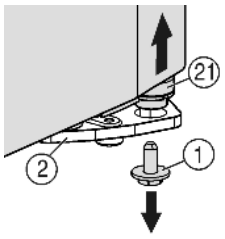
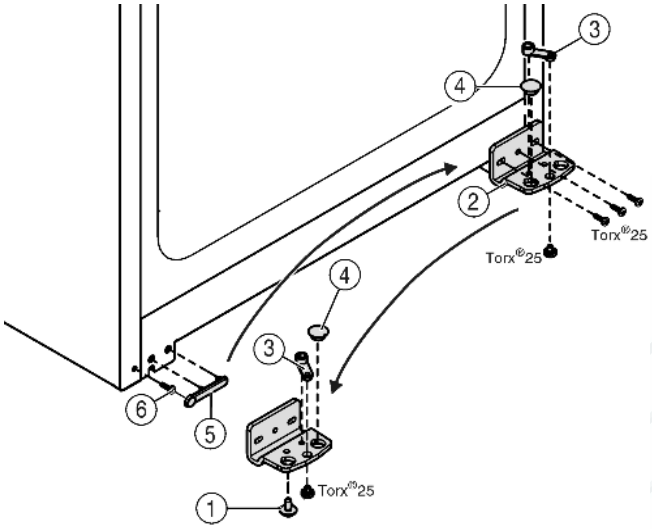

Fig. 4
Fig. 5
- ▶ Внизу справа на опорном кронштейне выкрутите фиксирующий винт *Fig. 4 (1)*.
- ▷ Опорный палец *Fig. 4 (21)* можно извлечь из опорного кронштейна *Fig. 5 (2)*.
- ▶ Если не удается извлечь опорный палец *Fig. 4 (21)*, нажмите на него снизу.
- ▶ Открутите опорный кронштейн *Fig. 5 (2)*.
- ▶ Открутите опорную деталь *Fig. 5 (3)* и, переставив в отверстие на противоположной стороне опорного кронштейна, снова прикрутите.
- ▶ Извлеките заглушку *Fig. 5 (4)* из опорного кронштейна и переставьте ее в отверстие на противоположной стороне опорного кронштейна.
- ▶ Осторожно снимите крышку со стороны ручки *Fig. 5 (5)*.
- ▶ Выкрутите болт *Fig. 5 (6)* и вкрутите на противоположной стороне.
- ▶ Снова установите крышку *Fig. 5 (5)*.
- ▶ Снова прикрутите опорный кронштейн *Fig. 5 (2)* на новой стороне шарнира **(с моментом 4 Нм)**. При необходимости используйте аккумуляторный шуруповерт.
- ▶ Вкрутите фиксирующий винт *Fig. 4 (1)* внизу в опорный палец и затяните **(с моментом 4 Нм)**.